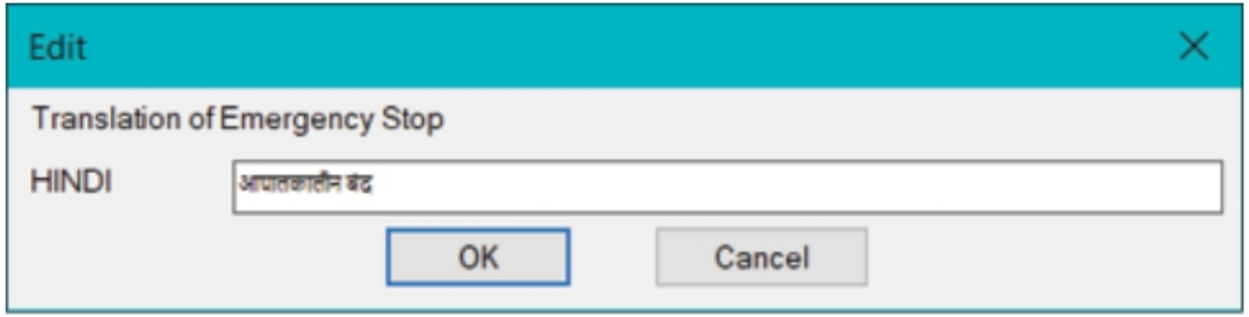

Figure-77. Edit dialog box
- Type desired phrase in respective language (you can use Google translate feature); refer to Figure-77 and click on the **OK** button from the **Edit** dialog box. The new translation will be added next to selected language in bottom list.